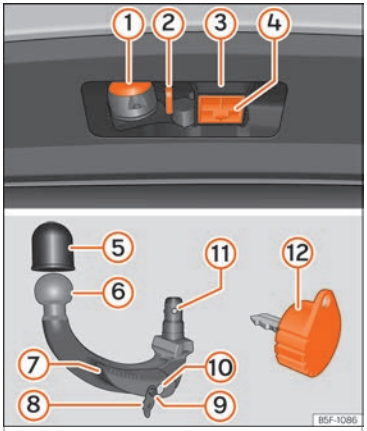

Fig. 291 Towing bracket device support / detachable ball joint / key.
Key to ››› Fig. 291
- Remove the hook housing cap (4) ››› Fig. 291 downwards.